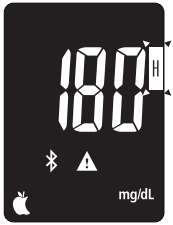

Rys. 31
1. Wciśnij przycisk ▲, aby przejść do ustawienia alarmu górnego. Zatwierdź swój wybór przyciskiem ⏻ (rys. 31).
2. Aby przejść do trybu konfiguracji alarmu górnego i dolnego progu dla pomiarów po posiłku, przy wyłączonym urządzeniu przytrzymaj przycisk ▲ przez około 4 sekundy. Wciskaj przycisk ▲ aż do momentu możliwości ustawienia alarmu górnego i dolnego progu dla pomiarów po posiłku (Rys. 31). Potwierdź swój wybór przyciskiem ⏻.
4. Aby zmienić ustawienie alarmu hiperglikemii, użyj przycisków ▲ i ▼, aż dojdziesz do pożądanego ustawienia. Następnie wciśnij przycisk ⏻, aby potwierdzić swój wybór (Rys. 31, 32). (Zakres alarmu hiperglikemii 100-240 mg/dL / 5.6-13.3 mmol/L, ustawienie domyślne 180 mg/dL / 10 mmol/L.).